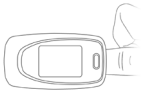

Figura 5. Coloque o dedo na posição
- O dedo deve ser colocado corretamente (veja a figura 5 em anexo), uma vez que uma instalação inapropriada ou uma posição de contacto inapropriada do sensor influenciará a medição.
5.2 Abra o clipe conforme o mostrado na Figura 5.